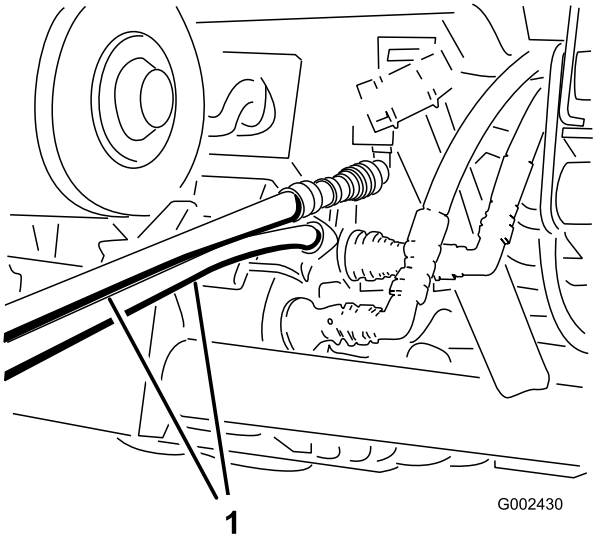

Figur 73
4. Koppla ihop de två slangarna med kopplingen som fortfarande sitter i kopplingsfästet på det andra fordonet (koppla den övre slangen till den övre kopplingen och den undre slangen till den undre kopplingen (Figur 73)). Täck alla oanvända kopplingar.